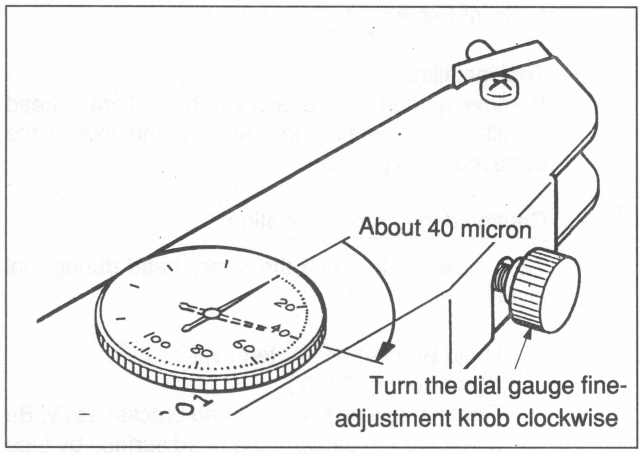

Fig. 7-2-5 Dial Gauge Setting
⑦ Turn the dial gauge fine-adjustment knob clockwise and stop its rotation when the pointer moves about 40 micron in the clockwise direction from the position where the probe touches the drum. (Fig. 7-2-5)